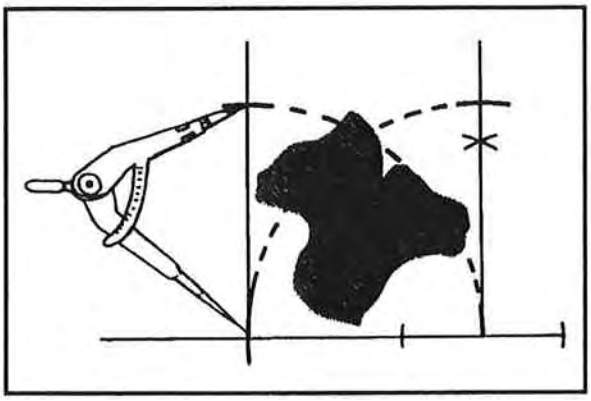
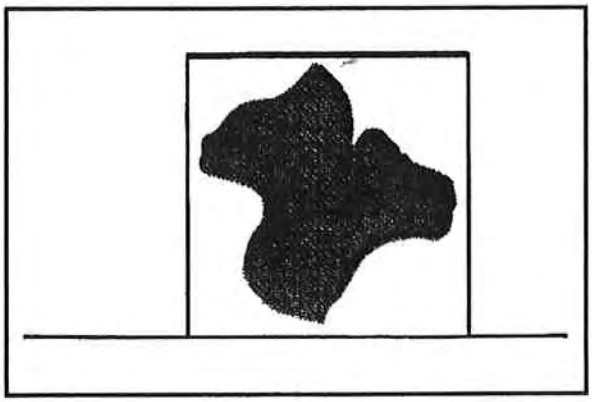

Figure 8-11. Erecting top cutline
Figure 8-12. Square layout
- Place a mark on each vertical line at equal distances from the baseline, and draw the top cutline between these two marks (Figure 8-11). Now you should have a square layout around the damage, all corrners being 90° angles (Figure 8-12). The next step is to radius all corners.